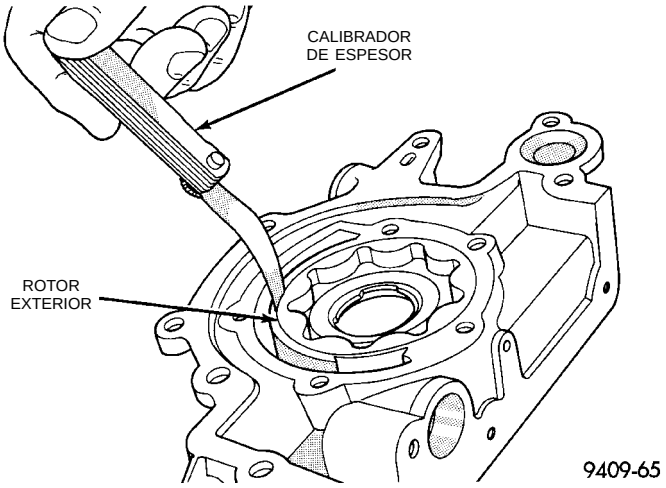

Fig. 99 Medición de la luz del rotor exterior en la caja
(5) Calce el rotor exterior en la caja de la bomba, presione hacia un lado con la mano y mida la luz entre el rotor y la caja (Fig. 99). Si la medición es de 0,39 mm (0,015 pulgadas) o mayor, reemplace la caja sólo si el rotor exterior está dentro de la especificación.